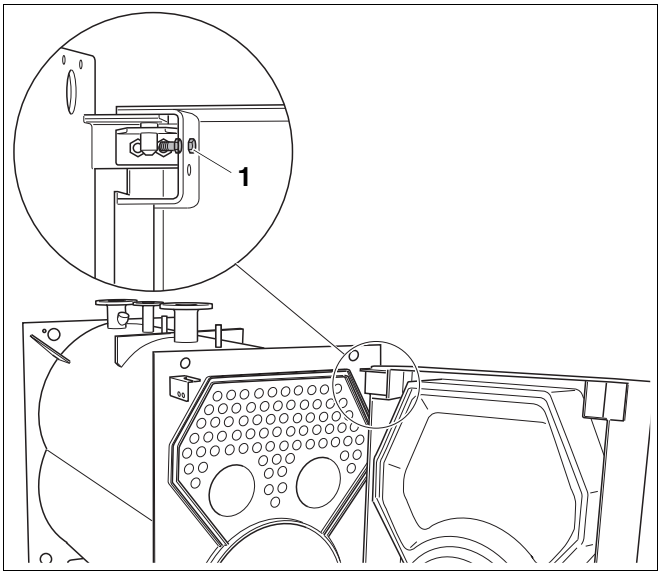

Fig. 9 Smontaggio della vite di sicurezza
- Smontare la vite di sicurezza (fig. 9, **pos. 1**) in corrispondenza della cerniera della porta in alto a destra.
- Dopo l'apertura della porta del bruciatore, inserire la vite di sicurezza nel foro superiore della cerniera della porta sinistra (secondo fig. 9).